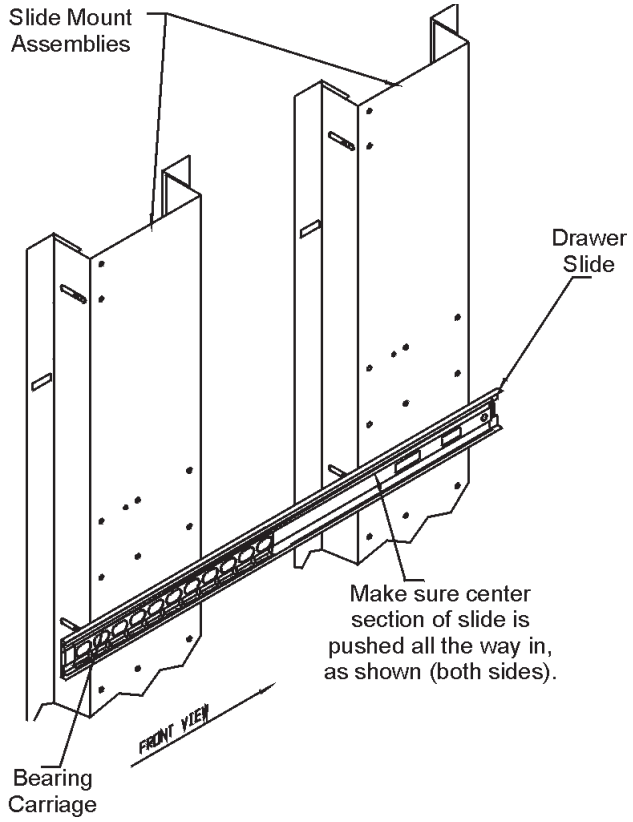

**Figure 4-2.** Drawer Slide
1. To reinstall the drawer, first make sure the slide is even with the end of the track, as shown in Figure 4-2.
3. The center section of each slide needs to be pushed in to the back of the track. Refer to Figure 4-2.